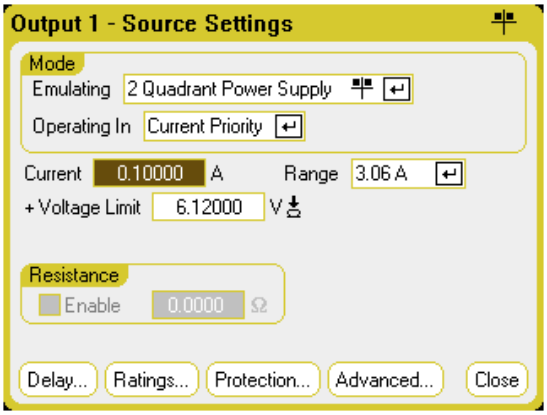

Figure 10 N6782A SMU's Source Settings from the N6705C Front Panel Display
b. Use the front panel **Source > Settings** buttons to display the source Settings screen. Using the navigation and entry buttons, set up the source settings as follows (depicted in Figure 10).